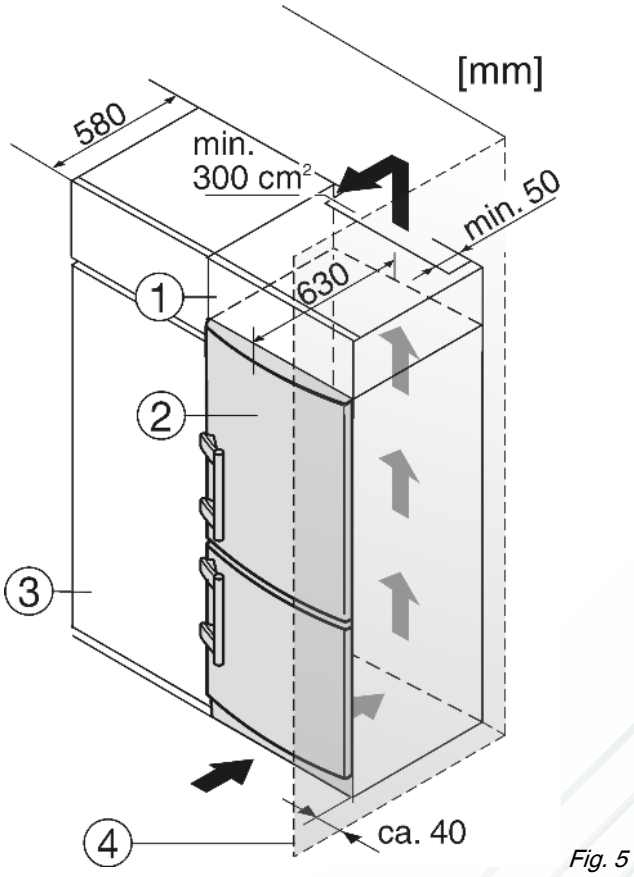

Fig. 5
(1) Дополнительный шкафчик
(2) Устройство
(3) Кухонный шкаф
(4) Стенка
Устройство может быть окружено предметами кухонной обстановки. Чтобы уравнять устройство *Fig. 5 (2)* по высоте с кухонной стенкой, можно установить над устройством соответствующий дополнительный шкафчик *Fig. 5 (1)*.
При комбинировании с обычными кухонными шкафами (глубина макс. 580 мм) устройство можно установить непосредственно рядом с кухонным шкафом *Fig. 5 (3)*. Дверь устройства выступает по сторонам на 34 мм и по центру устройства на 50 мм относительно передней стенки кухонного шкафа. Поэтому ее можно свободно открывать и закрывать.
Если устройство установлено на шарнирах у стены *Fig. 5 (4)*, то расстояние между устройством и стеной должно быть не менее 40 мм. Настолько выступает ручка при открытой дверце.